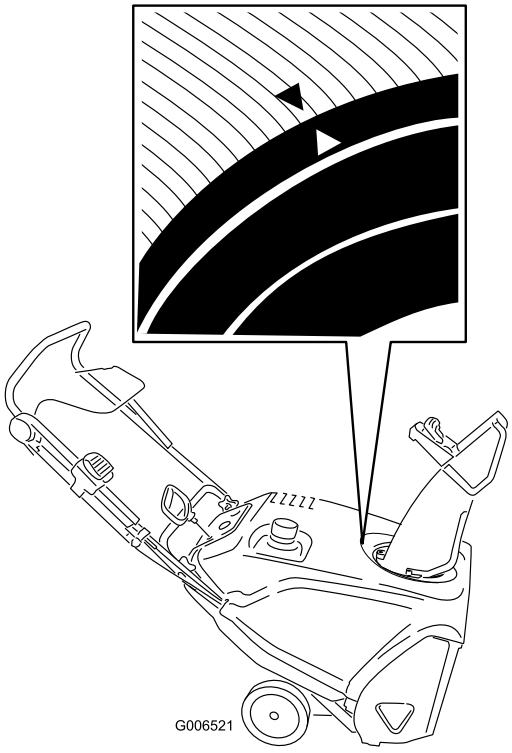

Figur 40
3. Roter udblæsningsslisken, så den peger ligeud, og pilen bag på udblæsningsslisken har samme retning på pilen på afskærmningen (Figur 40).